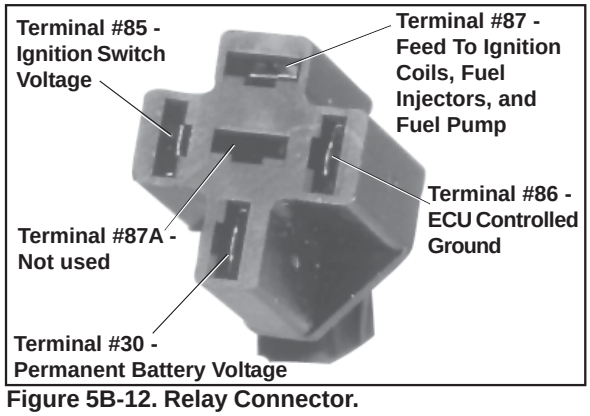

Figure 5B-12. Relay Connector.
2. Connect the black lead of VOA meter to a chassis ground location. Connect the red lead to the #86 terminal in relay connector (see Figure 5B-12). Set meter to test resistance (Rx1). Turn ignition switch from "off" to "on." Meter should indicate continuity (ground circuit is completed) for 1 to 3 seconds. Turn key switch back off.